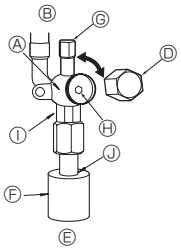

Fig. 4-6
(1) Сторона с газом/жидкостью ZRP35-71 (Fig. 4-6)
① Снимите колпачок и поверните шток золотника против часовой стрелки до упора, используя для этой цели 4 мм шестиугольный гаечный ключ. Прекратите поворачивать шток в момент, когда тот достигнет стопора. (ø9,52: Приблизительно 10 оборотов)
② Убедитесь в том, что запорный кран полностью открыт, надавите на ручку и поверните колпачок в первоначальное положение.